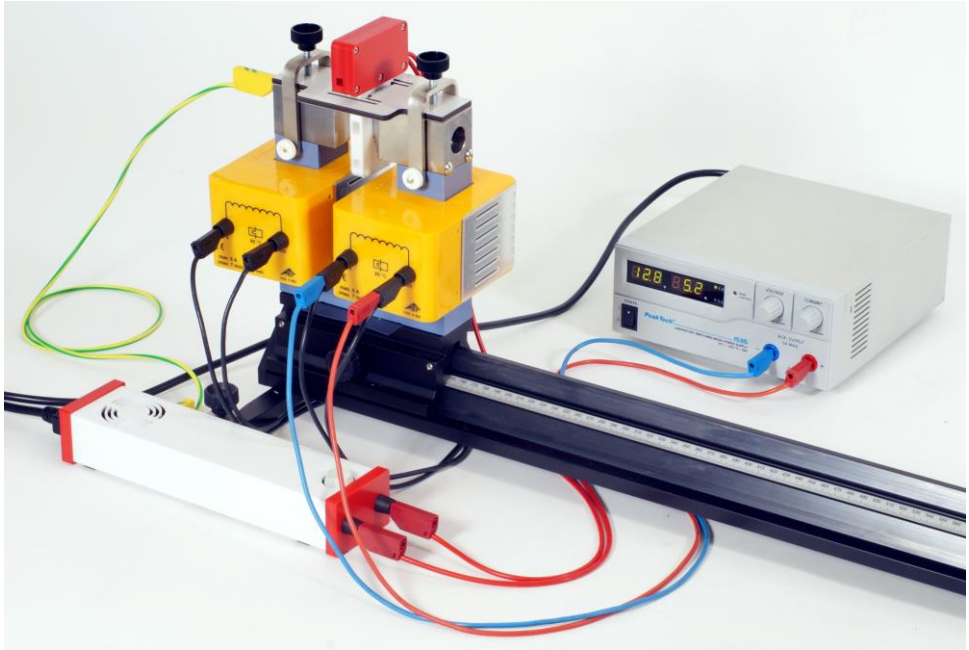
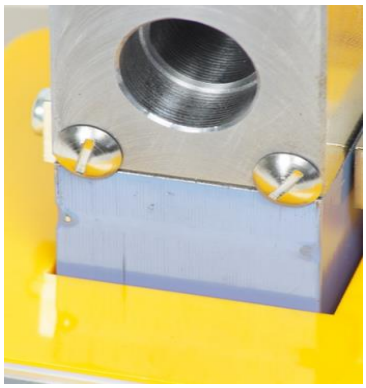

Fig. 1: Fertig aufgebauter Elektromagnet mit montierter Cd-Lampe.
Fig. 2: Korrekt auf den U-Kern aufgelegter Polschuh.
- Darauf achten, dass die Schraubenpaare (Sicherheitssperren) in den beiden Polschuhen von außen bündig an den Schenkeln des U-Kerns anliegen (Fig. 2).
- Die Spulen gemäß Fig. 1 auf die Schenkel des U-Kerns setzen.
- Die Polschuhe gemäß Fig. 1 auf die Schenkel des U-Kerns legen. Darauf achten, dass sich die konischen Pole gegenüberstehen und die ebenen Pole bündig mit den Schenkeln des U-Kerns abschließen (Fig. 2). Die beiden Schraubenpaare als Positionierhilfen verwenden.
- Die beiden Spulen antiparallel zueinander (jeweils die Abgriffe „0“ und „900“ verbinden) an das DC-Netzgerät anschließen (Fig. 1).